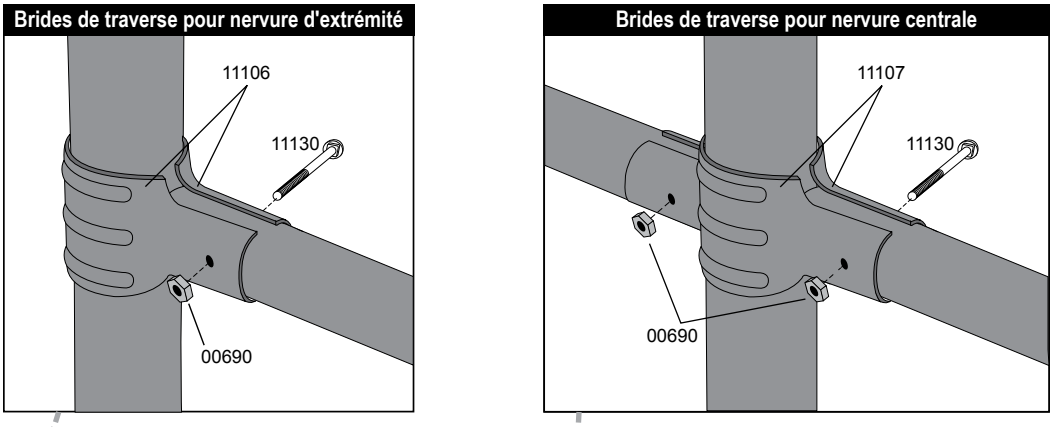

Fig.11F
F. Utilisez les brides à 3 voies (11106) et à 4 voies (11107) pour les fixer aux nervures. Serrez les boulons (11130) à la main. Voir la Figure 11F.